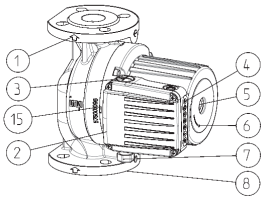
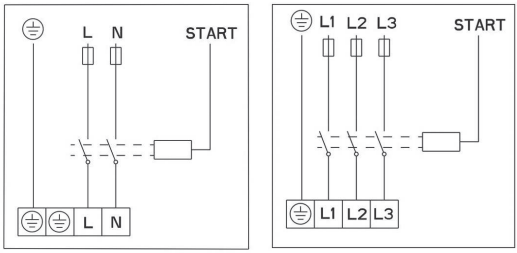

Fig.1
Fig. 3
- The pump should be incorporated into piping system with the pump axis 1-1 in horizontal position (Fig. 3).
- Direction of water flow through the pump should match with direction, indicated by an arrow on the pump casing (Fig.1-POS.1).
- The connecting flanges are designed for nominal pressure NP 6/10 (Fig.1 – POS.8).
- GHN (basic, auto), GHNM (basic, auto) pumps have a single hydraulic casing (Fig.1 – POS.8).
The hydraulic casing of the pump can be insulated only to the cleft between the motor and the hydraulic casing. Openings for condensate drainage should remain uncovered and enable the drainage from the stator housing. Similarly, the same openings must be uncovered also in heating systems, when only thermal insulation of hydraulic casing is implemented (Fig. 1, 2, POS. 15). Electric motor casing, on which the openings for condensate drainage are located, under no condition shoud not be insulated!
The connecting wire has to be connected over a cable entry M20 (Fig.1 – POS.7).
Electrical connections of the pump must be carried out in accordance with the wiring diagram (Fig. 3), attached on the bottom of motor cover. Before doing that unwind the upper cover (Fig. 1 - POS. 2).
In the pumps of types GHN (basic auto), GHND (basic, auto), GHNMD (basic, auto), GHNMD (basic, auto) the rotor is submerged and provided with special water-lubricated bearings. Before putting the pump into operation, it has to be filled with water and deaerated. Deaerate the pump by unscrewing a screw on the back side of the electric motor (Fig.1-POS.5). Air will flow out through the cleft between the motor shaft and the bearing. When water starts to flow out, close the valves at both the suction and pressure side of the pump. Start the pump and check the direction of shaft rotation. In case of a wrong direction a built-in flash lamp will start to blink with red light.
Each pump is able to cover the areas of three hydraulic characteristics. To achieve this, it has an inbuilt electric motor with three different revolution speeds. For achieving the selected characteristics or speeds ① ② ③, the pump has a push button ⓢ (Fig.1-POS. 4), with which we change speeds.
Switch off the pump, close the valve on both pressure and suction sides of the pump, unscrew the vent for deaeration, place the screwdriver (Fig.1-POS.5) in the notch on the shaft and twist as longer as friction forces allow. Then screw the vent for deaereation.